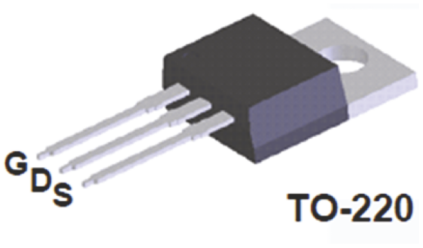

**FIGURE 7.52** (Step 19) Pinout and schematic diagram of the FQP30N06L n-channel MOSFET.
19. **Building a MOSFET amplifier.** (If instructed, you might build the BJT amplifier instead of this one with a MOSFET, Steps 13 to 18. All the steps are the same except for the details of the amplifier). Next you will build a simple MOSFET amplifier. The MOSFET is the FQP30N06L n-channel MOSFET as shown in Fig. 7.52. Use the figure to determine the pin configuration. Label the pins in your notebook before building your circuit in order to avoid mistakes.